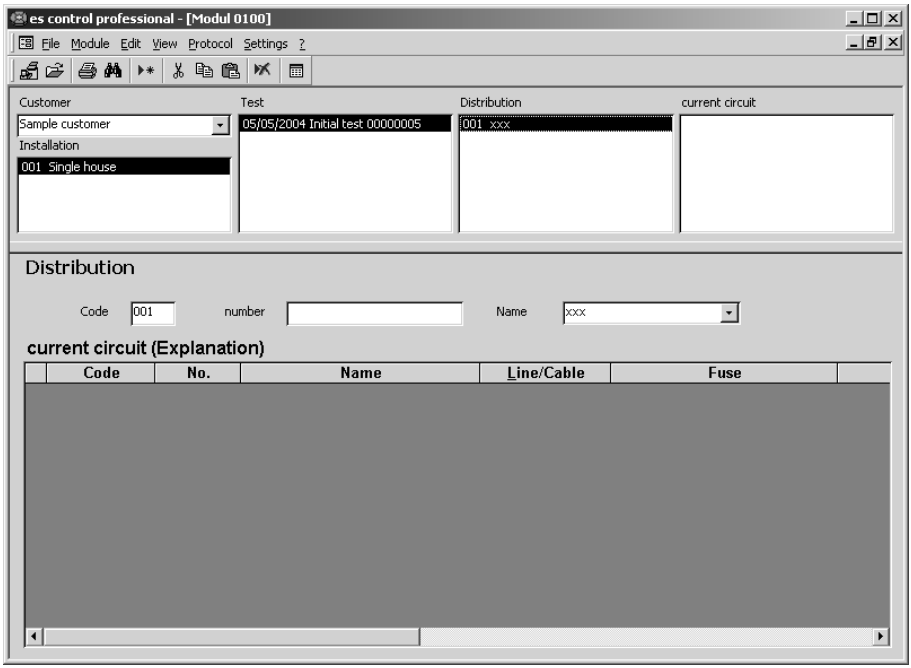

Figure 5.17 Add data record for distribution
- Create a new data record using the “Data record | Add” menu command or use the context menu, which may be accessed by clicking the right mouse key. A new distribution “xxxxx” is created for the new installation within “Installation 1” for “Customer A”. The new distribution data record is displayed as shown in Figure 5.17.